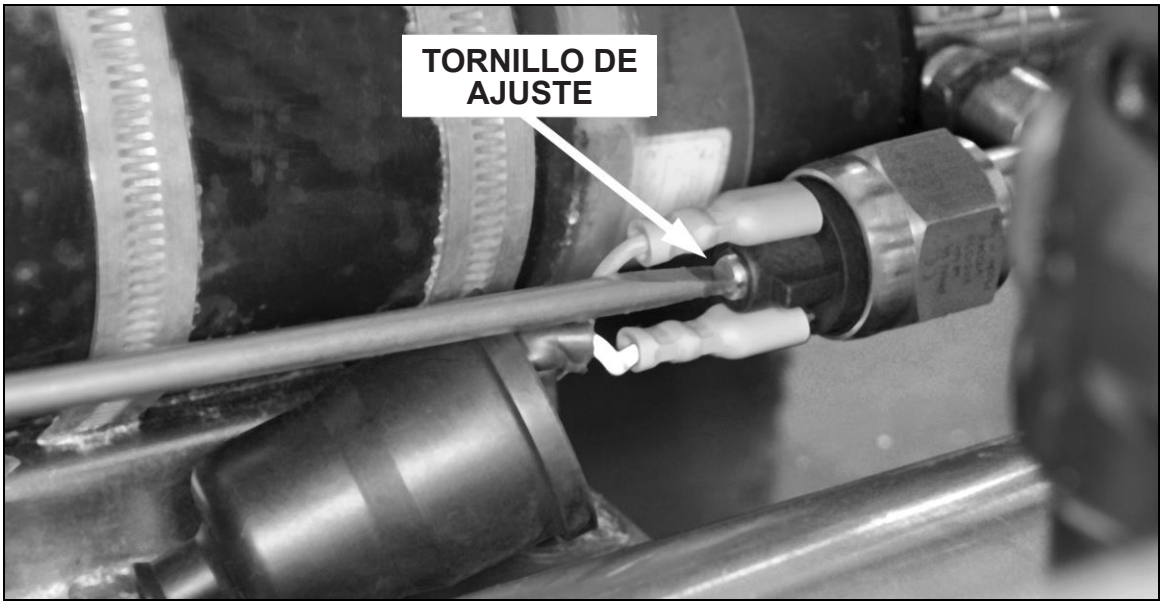

*Fig. 11 – Sensor de presión de la bomba con destornillador*
1. Localizar el sensor de presión montado en la pieza en T en la salida de la bomba – ver Fig. 11. Retirar deslizando la tapa negra del cuerpo del sensor, teniendo cuidado para no desconectar los dos cables.